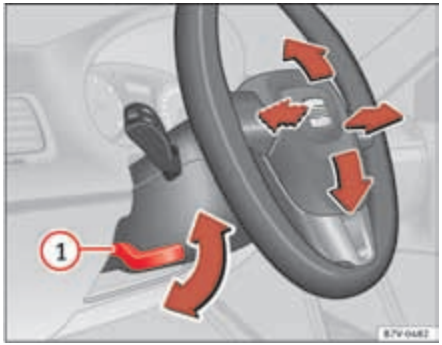

Fig. 133 Mechanical steering wheel adjustment.
- Push the lever ⇒ fig. 133 (1) downwards.
- **After adjusting the steering column, push the lever ⇒ fig. 133 (1) firmly upwards to ensure the steering wheel does not accidentally change position while driving.**